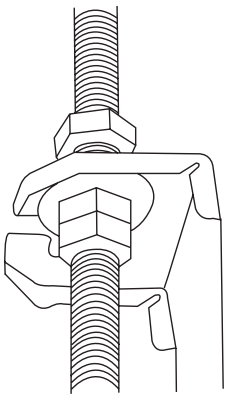

Abb. 4.9
8. Bei der Montage der Inneneinheit werden mindestens zwei Personen benötigt, um diese zu heben und zu befestigen. Führen Sie die Aufhängebolzen in die Befestigungslöcher des Geräts ein. Mit den mitgelieferten Unterlegscheiben und Mutterschrauben befestigen. (Siehe Abb. 4.9).